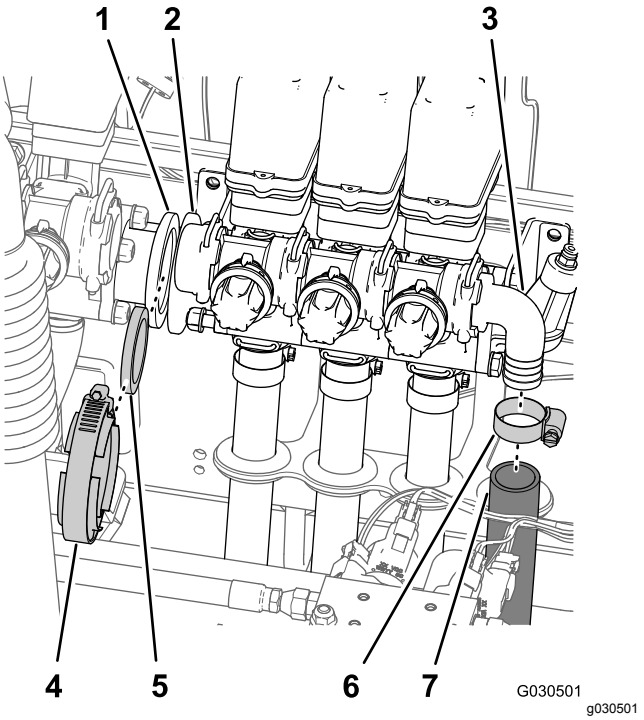

Figur 64
6. Ta bort slangklämman som håller fast slangen (1 tums innerdiameter) på vinkelkopplingen med hulling och ta bort slangen från kopplingen (Figur 64).
7. Ta bort flänsklämman och packningen som håller fast flänsadaptern på omrörningsventilen och flänsadaptern på den vänstra sprutrampssektionsventilen (Figur 64).